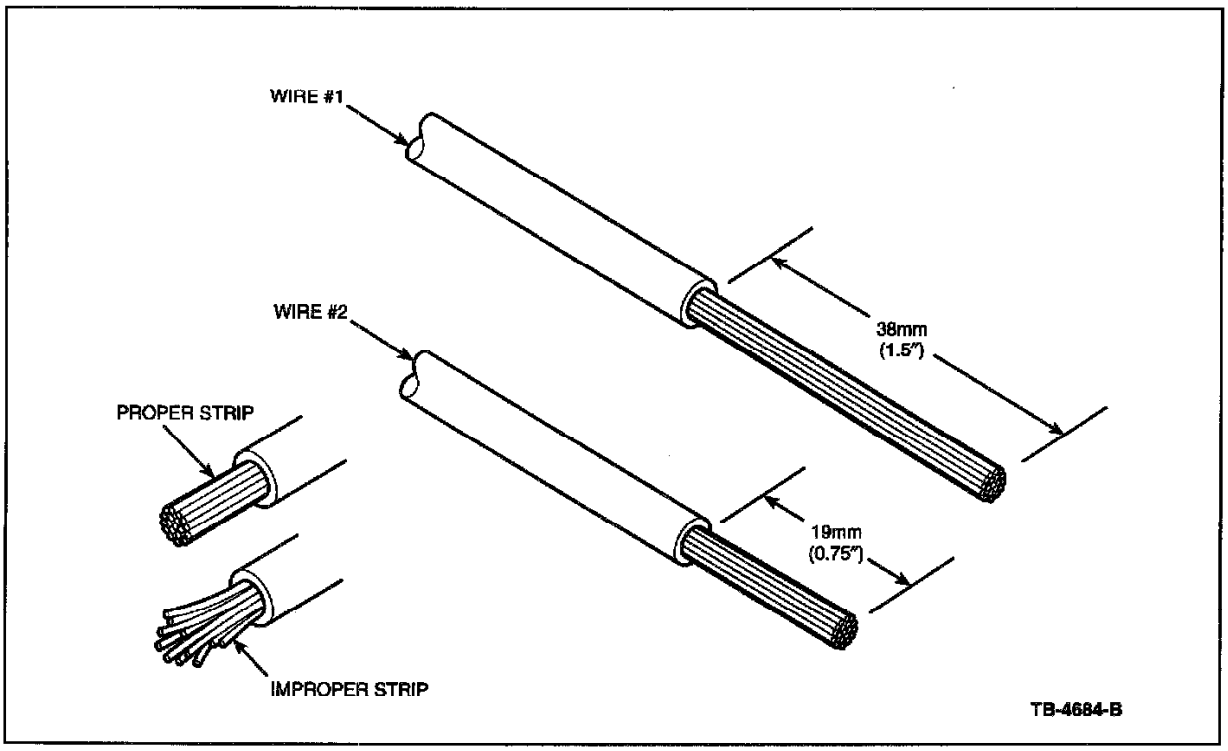

Figure 1
1. Strip 38mm (1.5") of insulation from Wire # 1 and 19mm (0.75 ") of insulation from Wire # 2 (Figure 1). Pull wire straight from stripper. If wire is pulled at an angle, wire strands may be cut off. If more than one (1) strand is cut off during stripping, cut off end and restrip.